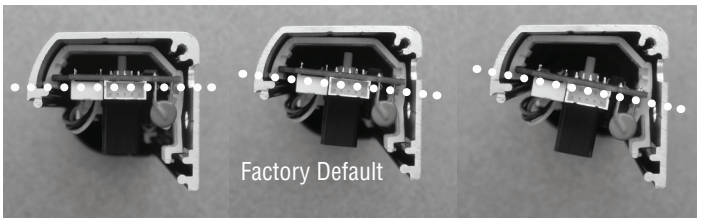

Fig. 8
2. Once the PCB is completely removed from the housing, the senor's detection angle may be changed. There are two clips per 915AFI and the angle, plastic notch, must match for each clip. The positions are shown below (Fig. 8).